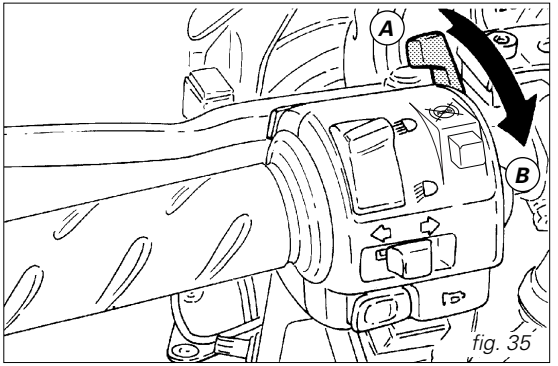

fig. 35
2) Move the cold start lever to the B position (fig. 35).
5) As the engine warms up, move the cold start lever gradually towards the vertical position (A, fig. 35). Once fully warm, the engine should hold idling rpm with the cold start shut down.